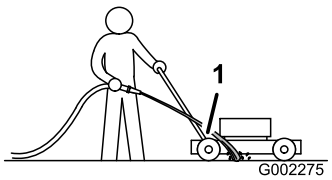

Figuur 32
3. Houd de tuinslang ter hoogte van de handgreep en richt de waterstraal op de grond, net vóór het **rechter** achterwiel (Figuur 32).